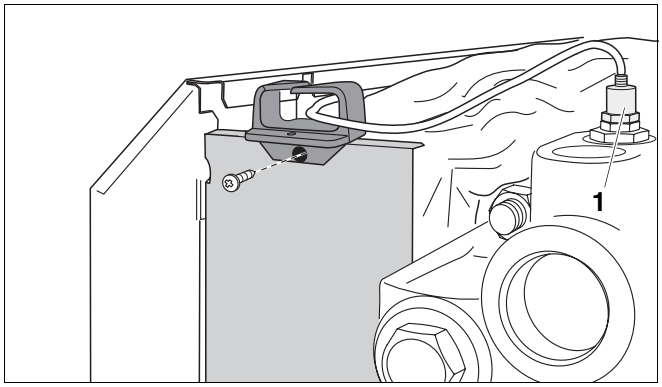

Fig. 48 Montare il passaggio cavi
- Far scorrere l'isolatore passante in gomma intorno alla sonda e inserire il cavo della sonda caldaia (➔ fig. 48).